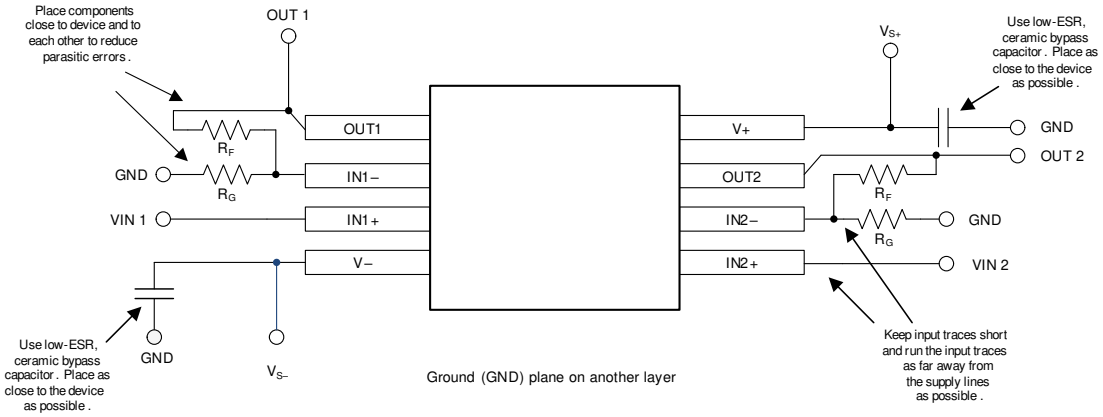

图 8-4. 布局示例
- 外部元件的位置应尽量靠近器件，如图 8-4 中所示。使 R_F 和 R_G 接近反相输入可最大限度地减小寄生电容。